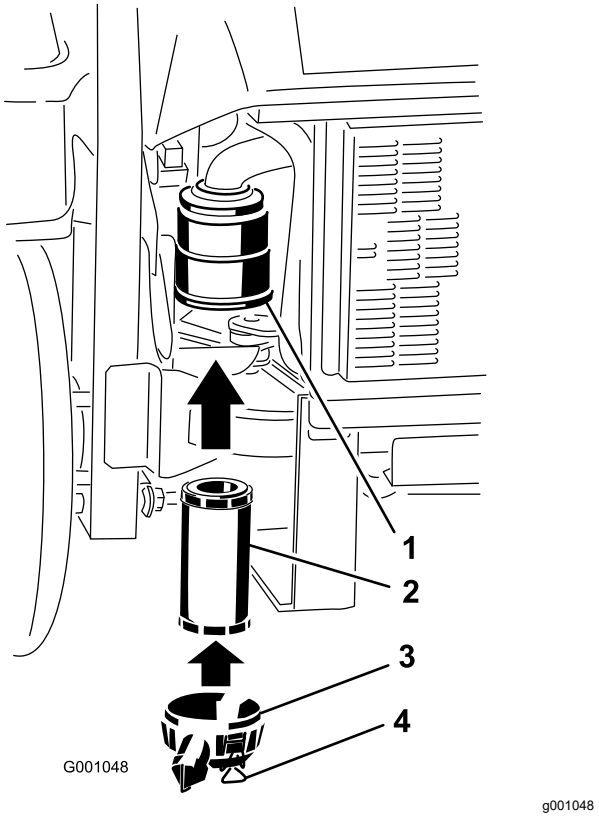

Figur 55
2. Skjut försiktigt in filtret i filterhuset (Figur 55).
3. Sätt tillbaka luftrenarkåpan och säkra spärrhakarna (Figur 55).